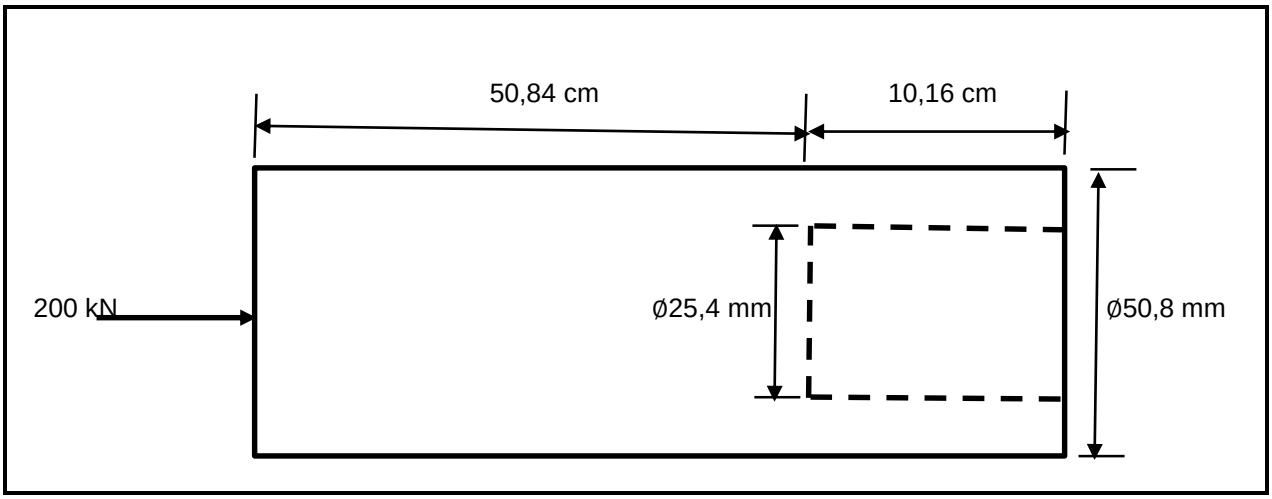

FIGUUR 1
1.2 'n Staalstaaf wat in FIGUUR 1 hier onder getoon is, het 'n lengte van 61 cm en 'n deursnee van 50,8 mm. 'n Sentergat met 'n deursnee van 25,4 mm word van die een ent af tot 'n diepte van 10,16 cm geboor. 'n Drukkrag van 200 kN word op die staaf uitgeoefen. Beskou E = 207 GPa.